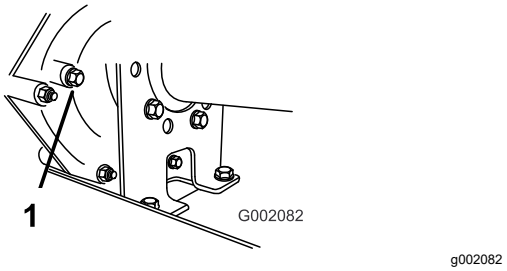

Figuur 55
2. Verwijder de bout uit het peilgat (Figuur 55).